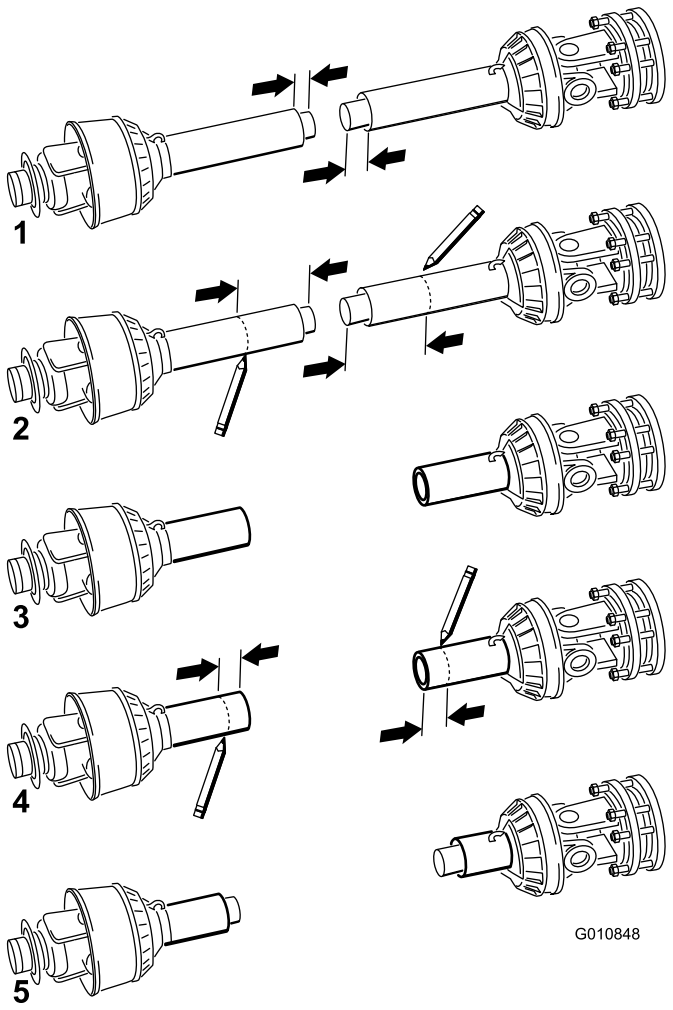

Figur 15
10. Skill de to halvdelene på kraftuttaksakselen (Figur 15, fig. 1).
11. Mål avstanden fra enden av hvert rør til sikkerhetsverneplatene (Figur 15, fig. 1). Noter avstandene.
12. Ved å bruke målene i trinn 8, finn, marker og kutt av verneplaten og røret på hver av kraftuttakets halvdeler (Figur 15, fig. 2 og 3).